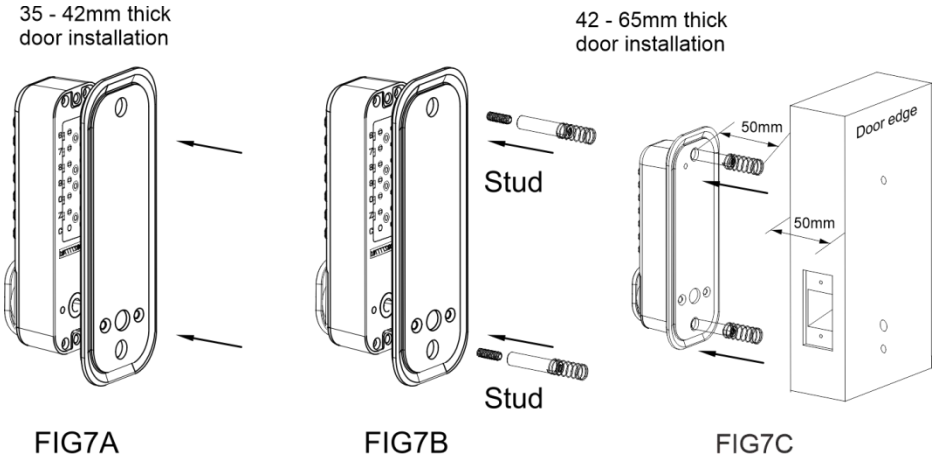

FIG7A FIG7B FIG7C
1) Installation sur porte de 35 à 42 mm d'épaisseur : insérer le coussinet en caoutchouc (voir Fig. 7A).